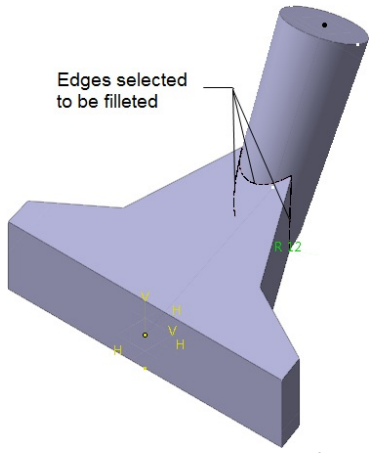

Figure 6-97 *Edges selected to be filleted*
c. Apply fillets to all edges of the model, refer to Figures 6-97 through 6-100.
2. Select the edges, as shown in Figure 6-97, and set the value in the **Radius** spinner to **12**. In this figure, the transparency in the model has been changed for better visualization.